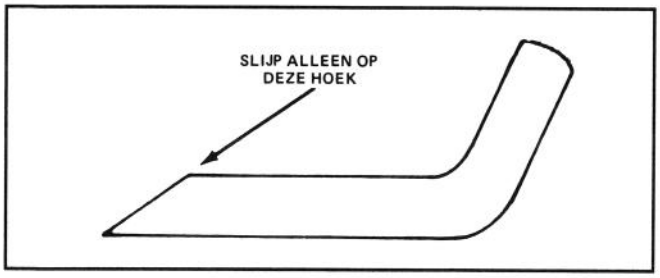

Afbeelding 25
6. SLIJPEN VAN HET MES—Slijp de bovenkant van het mes (zijde gericht naar bovenkant maaikast) met een vijl en behoud de oorspronkelijke snijhoek (Afb. 25). Het mes blijft in evenwicht, wanneer van beide snijkanten evenveel wordt weggeslepen.